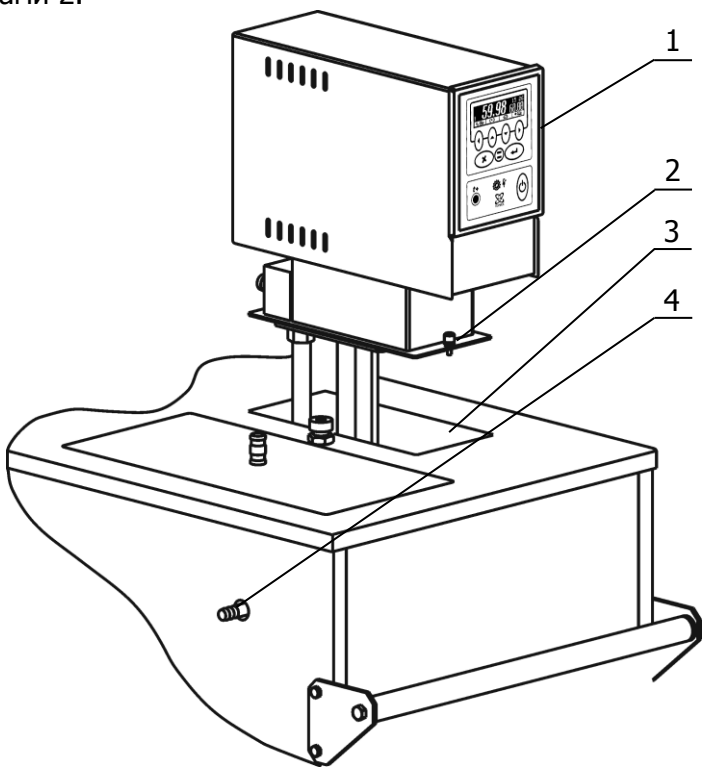

Рисунок 2 — Установка блока регулирования температуры
2.2.3 Установить блок регулирования температуры 1 (рисунок 2) в отверстие на крышке корпуса термостата 3. После установки закрепить блок регулирования на крышке винтовыми фиксаторами 2.
2.2.4 К штуцеру аварийного слива 4 (рисунок 2) присоединить переливной шланг из комплекта поставки термостата. Закрепить шланг соответствующим хомутом. Противоположный конец шланга опустить в металлическую емкость объемом не менее 5 л. Это необходимо для предотвращения разлива теплоносителя, вытесняемого при нагревании из-за его температурного расширения, в случае его избытка при первичном заполнении термостата. При нормальной работе термостата и правильном уровне теплоносителя допускается его стекание в виде отдельных капель.